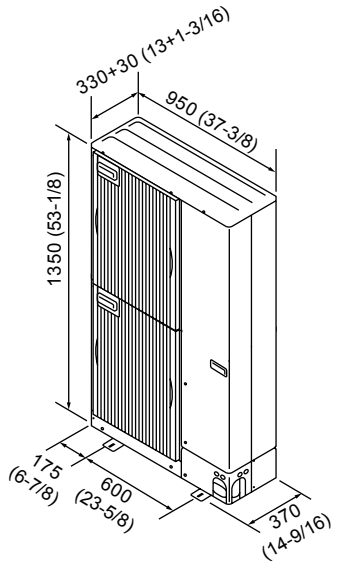

Fig. 3-1
3.3. Dimensiones exteriores (Unidad exterior) (Fig. 3-1)